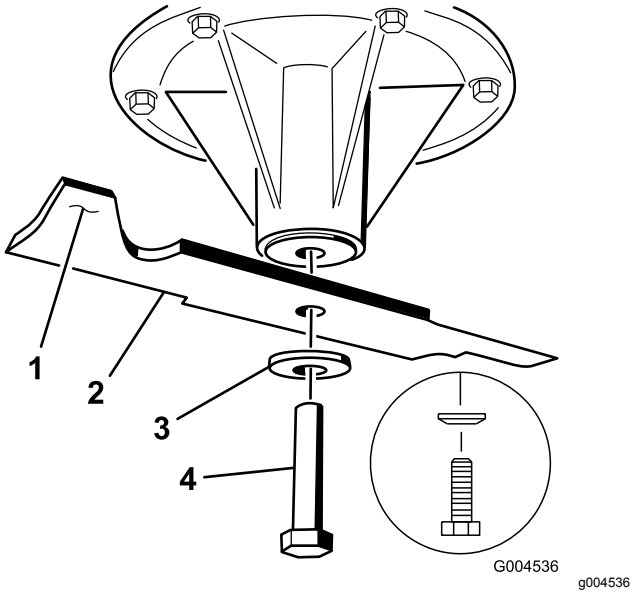

Figur 101
2. Avlägsna knivskruven, den böjda brickan och kniven från spindelaxeln (Figur 101).
3. Om kniven inte är balanserad kan du fila bort lite metall från knivens segeldel (Figur 101).